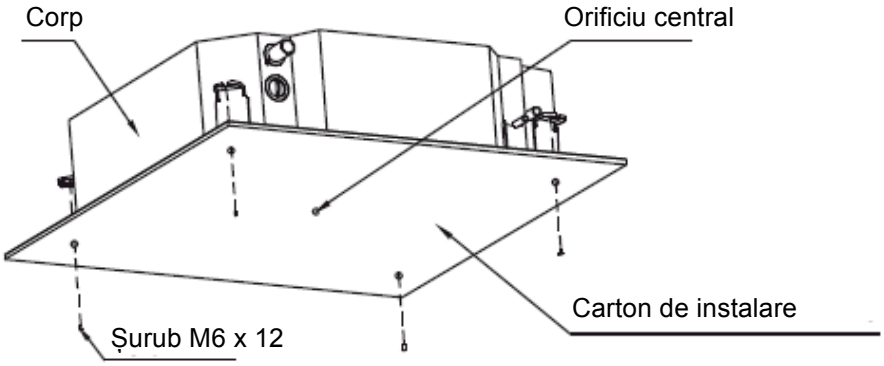

Fig.1-6
2. După instalarea corpului, vă rugăm fixați cartonul pentru instalare pe aparatul de aer condiționat cu ajutorul șuruburilor (M6X12) pentru a stabili în avans dimensiunile și pozițiile orificiului deschis de pe tavan (Consultați Fig. 1-6)